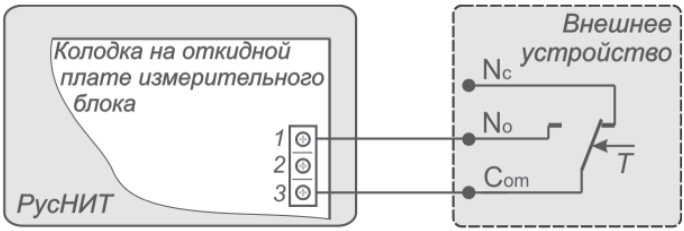

Рис. 8. Схема подключения внешнего управляющего устройства
2. Подключить внешнее устройство к клеммам 1, 3 по схеме (рис. 8).